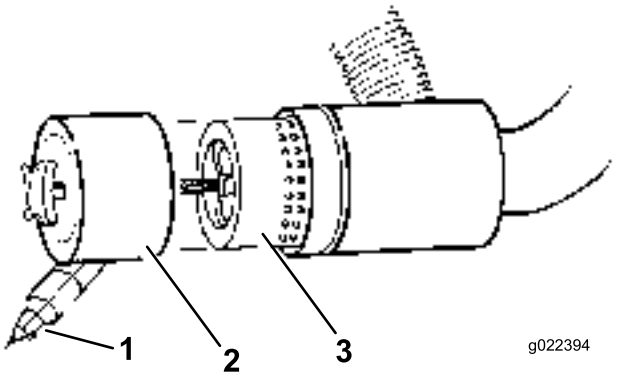

Figur 40
3. Ta bort och byt ut filtret (Figur 40).